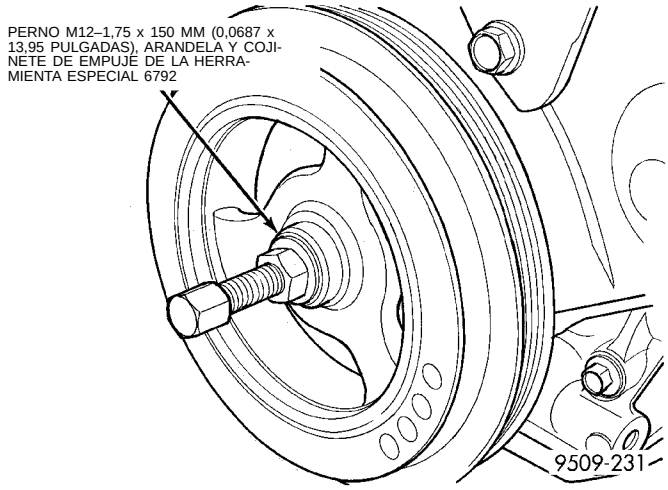

Fig. 88 Amortiguador del cigüeñal—Instalación
(1) Instale el amortiguador del cigüeñal utilizando un perno M12-1,75 x 150 mm (0,0687 x 13,95 pulgadas), arandela, cojinete de empuje y tuerca de la herramienta especial 6792. Instale el perno del amortiguador del cigüeñal y apriete con una torsión de 142 N·m (105 lbs. pie) (Fig. 88).